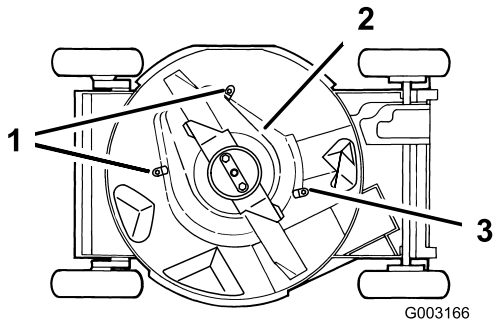

Figura 40
6. Per allentare le linguette che fissano il carter della frizione del freno della lama alla scocca, allentate i dadi o i bulloni sulle linguette (Figura 40). Girate le linguette di 180° perché non intralcino.